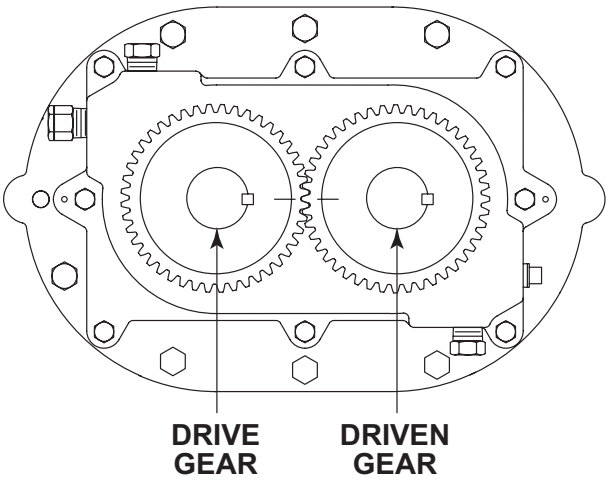

Figure 8-1 – Timing Marks Matched
4. Align the timing marks, count 3 teeth up, and place reference marks on the gears (see ***Figure 8-1***).